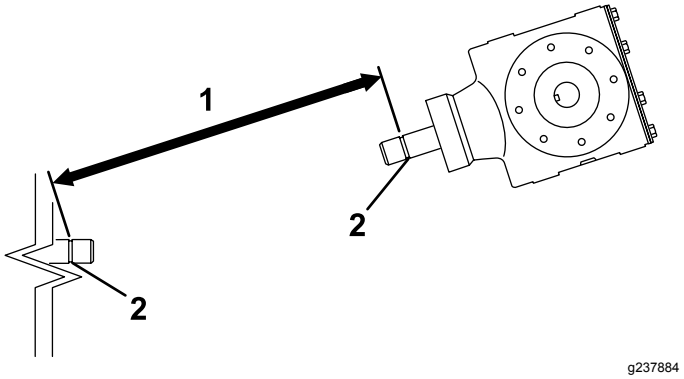
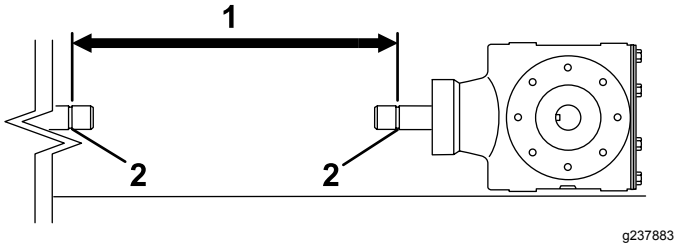
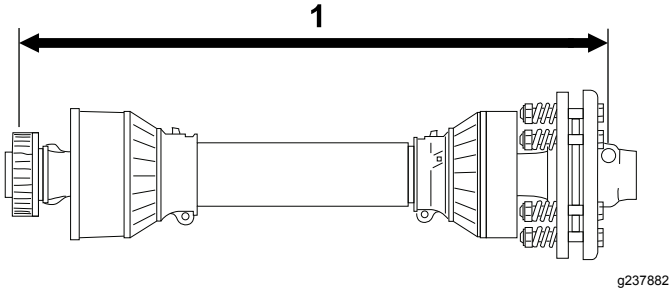

Rysunek 12
Rysunek 14
Rysunek 15
3. Zmierz odległość od rowka blokady na końcu wału PTO jednostki jezdnej do rowka blokady na wale przekładni aeratora (Rysunek 12).
5. Zmierz odległość od rowka blokady na końcu wału PTO jednostki jezdnej do rowka blokady na wale przekładni aeratora (Rysunek 14).
6. Zmierz odległość od środka kulki sworznia blokady na jednym końcu wału PTO do środka sworznia blokady na drugim końcu wału (Rysunek 15).
7. Wybierz krótszą z 2 odległości uzyskanych w Rysunek 14 oraz Rysunek 12 i odejmij ją od odległości dla Rysunek 15. Przykład: 81 cm odjąć 67 cm wynosi 14 cm.